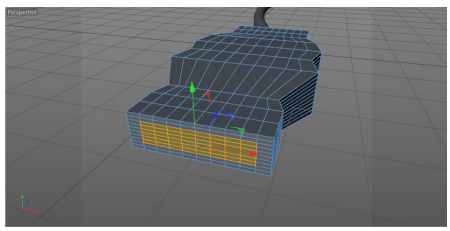

Figure 3-71 *The polygons to be selected*
17. Press F1; the Perspective viewport is maximized. Choose the **Polygons** tool from the Modes Palette; *Cube* is displayed in the polygon mode. Select the polygons of *Cube* using the 9 key, as shown in Figure 3-71. Make sure the **Only Selected Visible Elements** check box is cleared.